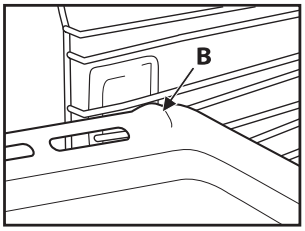

Fig. 2
2. Andra tillbehör som långpanna och bakplåt ska föras in med upphöjningen på den raka delen ”B” riktad uppåt (fig. 2).